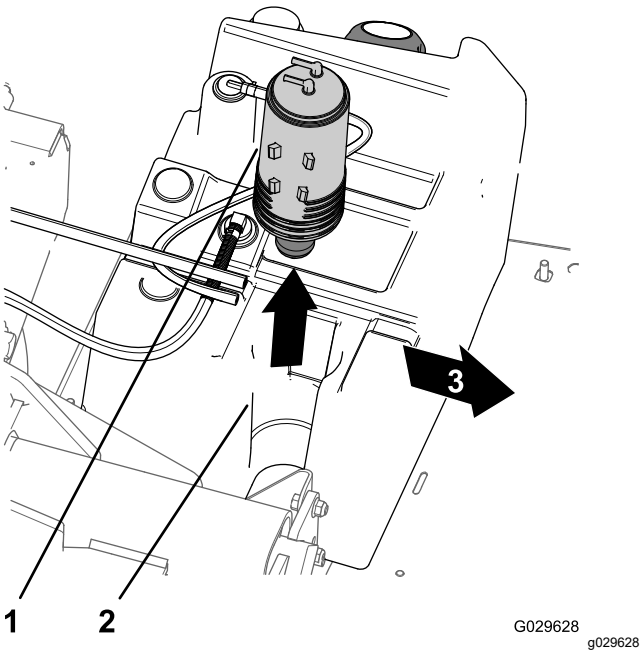

Figura 48
3. Retire el cartucho de carbón del soporte del cartucho de carbón del depósito de combustible (Figura 48).
7. Instale el cartucho de carbón nuevo en el soporte del cartucho de carbón del depósito de combustible con los acoplamientos de purga y del depósito de combustible orientados hacia atrás (Figura 48).